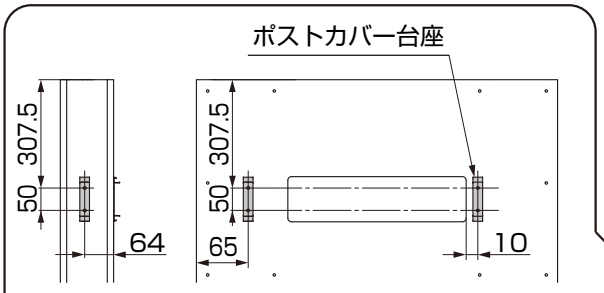

図6-3　ポストカバー台座取付け位置
①ポストカバー台座をボードの上から本体ユニット縦胴縁Bに【2-1】で取付けてください。（図6-3）